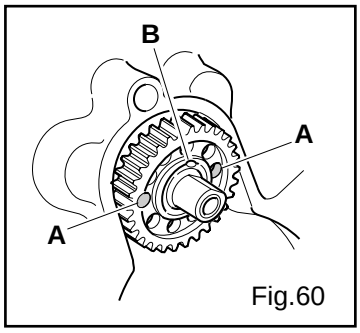

Fig.60
4. Montare l'ingranaggio sull'albero a camme, in modo da avere i due fori filettati disposti orizzontalmente e la spina verticalmente in alto (Fig. 60).
4. Fit the gear on the camshaft orienting the two threaded holes horizontally and the plug vertically (Fig. 60).
4. Das Getriebe so auf die Nockenwelle montieren, dass die beiden Gewindebohrungen horizontal und der Dorn vertikal nach oben angeordnet sind (Abb. 60).
4. Monter l'engrenage sur l'arbre à cames, de manière à ce que les deux trous filetés soient disposés horizontalement et que la goupille soit positionnée verticalement, en haut (Fig. 60).